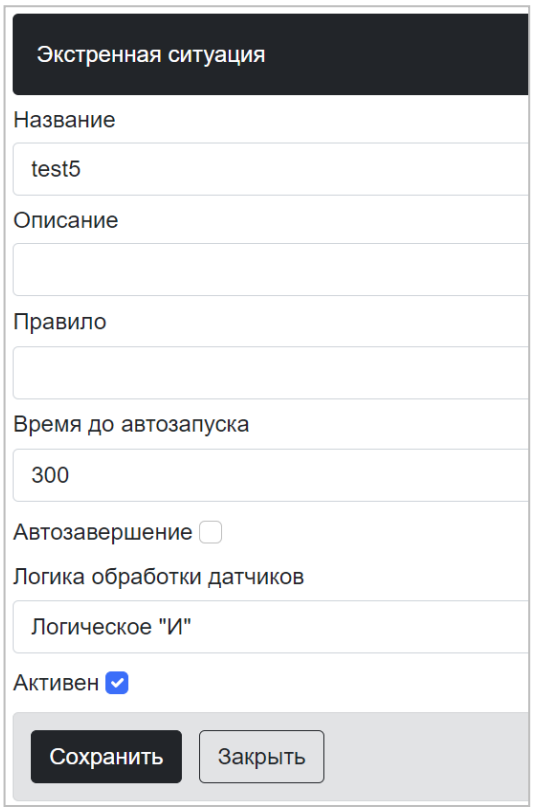

Рисунок 5.28 – ПМ «Администрирование КСЭОН СЕНСОР». Окно «Создание новой экстренной ситуации»
- «Создать новую экстренную ситуацию» – открывает окно для создания новой экстренной ситуации (рисунок 5.28).